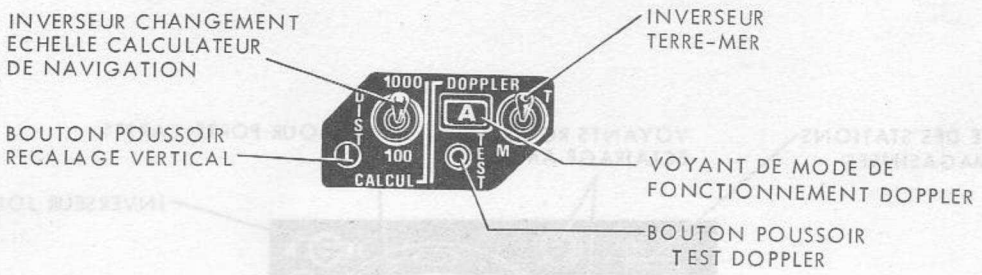

FIGURE 5. - MODULE CALCUL/DOPPLER
11.1.2.4.1 - Module CALCUL/DOPPLER (Fig. 5)